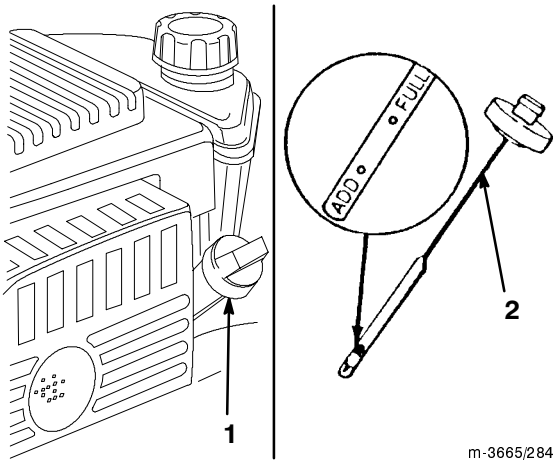

Bild 10
Stellen Sie vor jedem Einsatz sicher, dass der Ölstand zwischen den Marken *Add [Nachfüllen]* und *Full [Voll]* am Peilstab steht (Bild 10).
2. Reinigen Sie den Bereich um den Peilstab (Bild 10).
6. Lesen Sie den Ölstand am Peilstab ab (Bild 10).